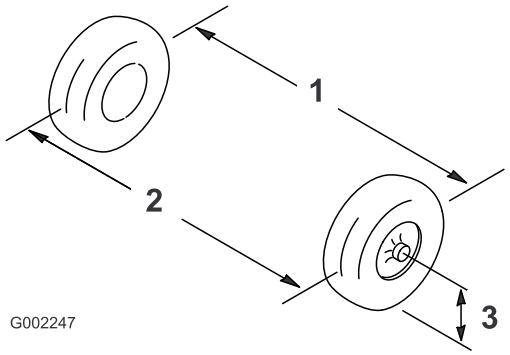

Figur 49
2. Mål avstanden mellom begge forhjulene ved akselhøyde, både foran og bak på forhjulene (Figur 49).